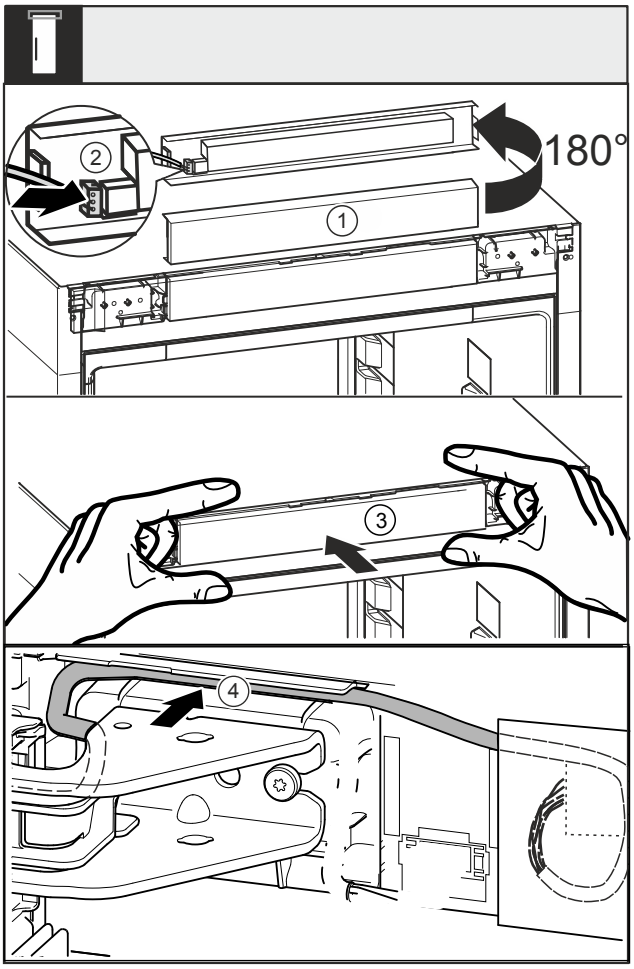

Fig. 33
- ▶ Blende *Fig. 33 (1)* um 180° nach oben drehen.
- ▶ Stecker *Fig. 33 (2)* an der Bedienteilblende einrasten.
- ▶ Blende *Fig. 33 (3)* wieder am Gerät einrasten.
- ▶ Kabel vorsichtig in der Führung *Fig. 33 (4)* über dem oberen Lagerbock verlegen.